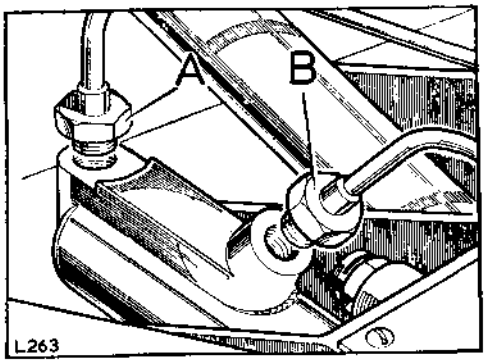

**Fig. H1-33. Pipe connections at brake master cylinder**
2. Connect the inlet and outlet pipes to the master cylinder. See Fig. H1-33.